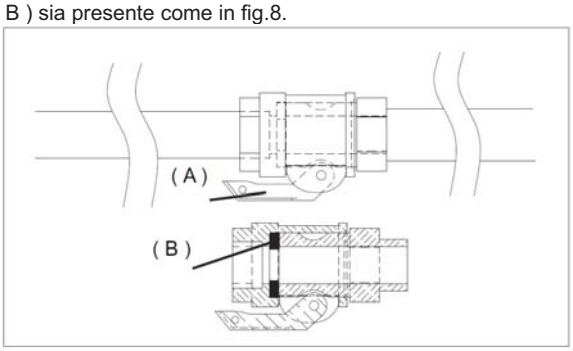

FIG.8
(B) sia presente come in fig.8.